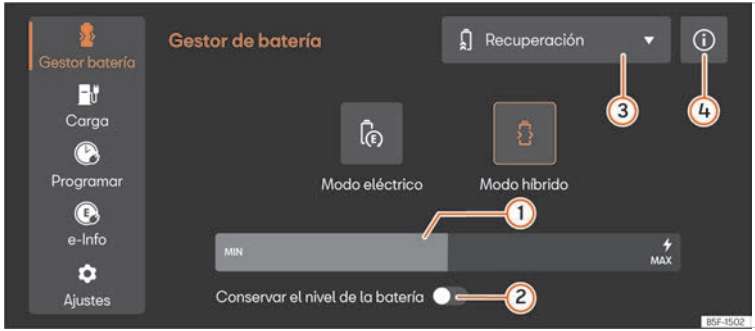

Fig. 119 Al sistema d'Infotainment: menú Gestor de bateria
- Seleccioneu **Modo eléctrico** o **Modo híbrido** al sistema d'Infotainment. Trobareu més informació sobre el mode de funcionament a ⓘ ››› fig. 119 ④.
Llegenda de la ››› fig. 119: